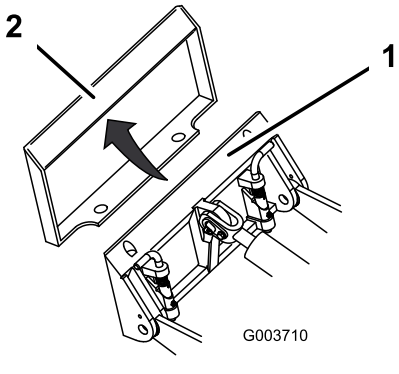

**Figuur 24**
4. Plaats de bevestigingsplaat in de bovenste lip van de ontvangerplaat op het werktuig (Figuur 24).